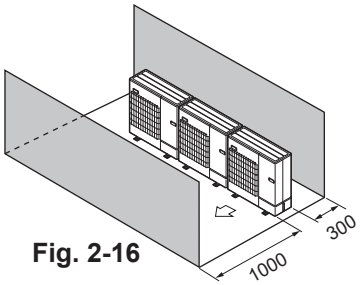

Fig. 2-16
(4) Obstacles uniquement à l’avant et à l’arrière (Fig. 2-16)